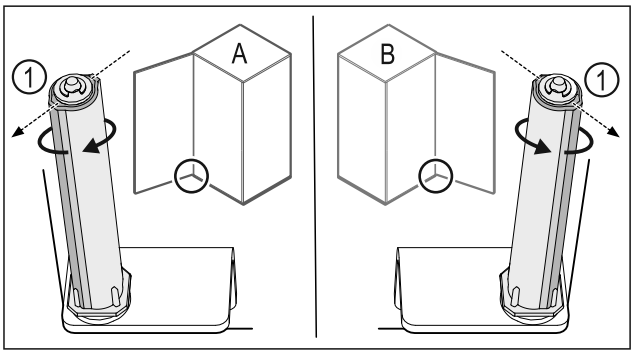

*Fig. 32 Opritorul din stânga (**A**) / opritorul din dreapta (**B**)*
- ▶ Rotiți sistemul de închidere până la rezistență, până când pragul sistemului de închidere *Fig. 32 (1)* este orientat spre exterior.